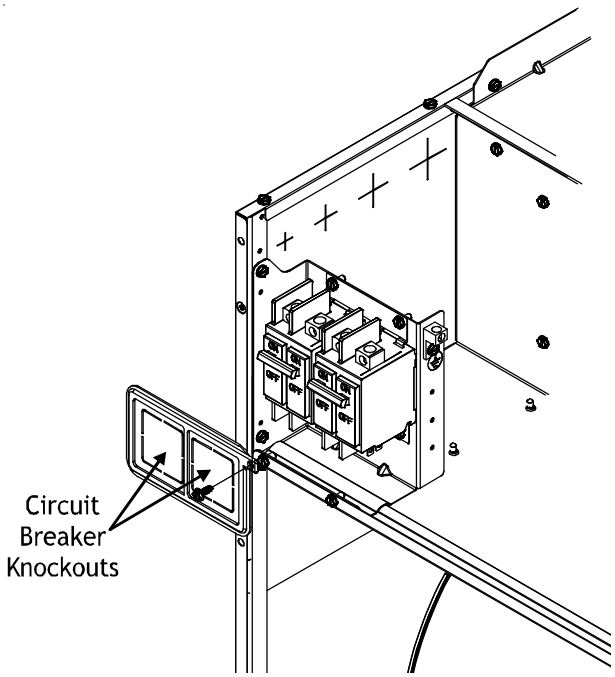

Figure 4
7. For all electric heat kits with circuit breakers, break out the appropriate area of the plastic circuit breaker cover on the upper access panel of the air handler. The circuit breaker cover may be rotated if necessary. See Figure 4.